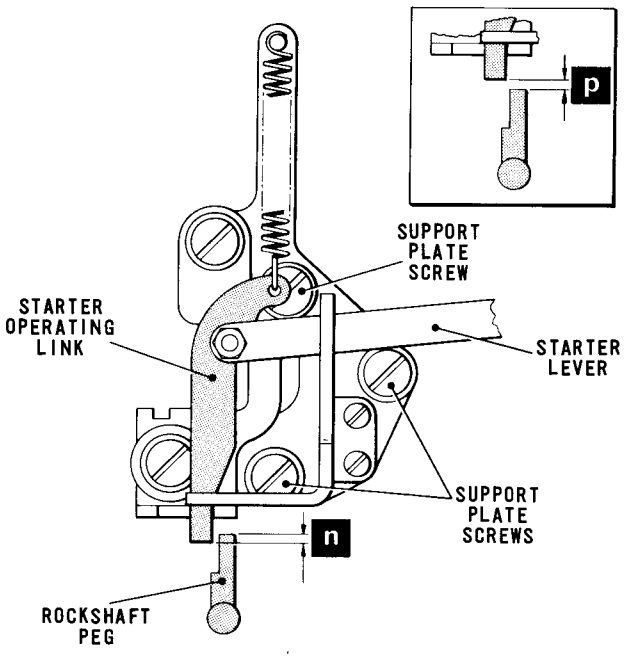
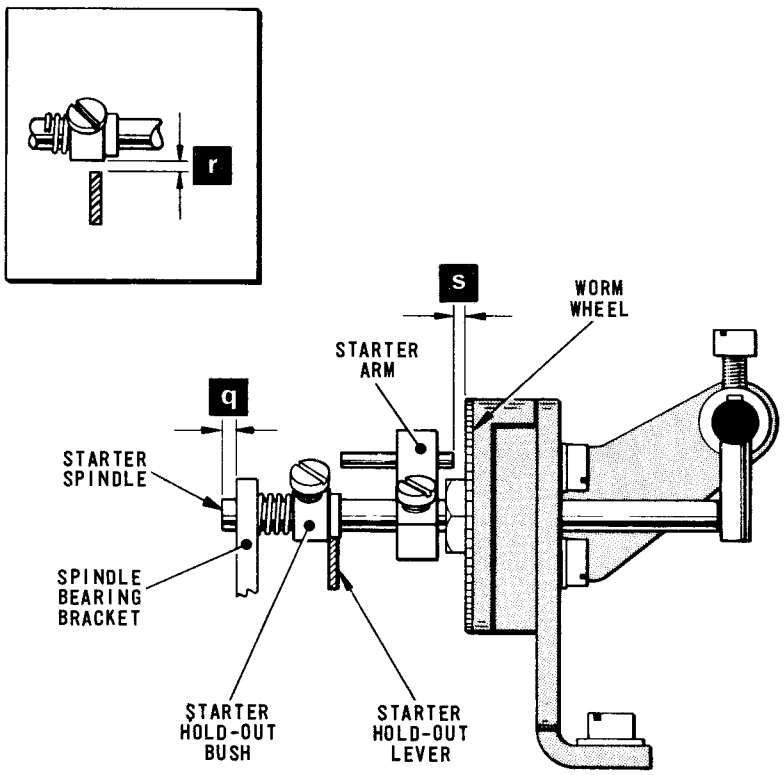

Fig. 4.10 STARTER SWITCH-OPERATING LINKAGE
Fig. 4.11 STARTER SWITCH-STARTER PIN/WORM WHEEL MECHANISM
13.1 Disengage the starter arm pin, Fig.4.11, from the worm wheel. Depress the starter arm as far as it will go so that the starter lever, Fig.4.10, is fully down. Check that there is now an engagement of .015 - .030 in. (dimension 'n') between the bottom end of the starter operating link and the peg on the rock-shaft.
14.1 With the starter arm pin, Fig.4.11, fully engaged with the worm wheel, check that the left-hand end of the starter spindle protrudes through its bearing bracket by .015 - .030 in. (dimension 'q').
15.1 With the starter lever, Fig.4.10, in its uppermost position and with the starter arm pin, Fig.4.11, engaged in the worm wheel, check that the end of the starter hold-out lever is clear of the larger diameter of the shouldered bush by .004 - .008 in. (dimension 'r' - inset).
16.1 Disengage the starter arm pin, Fig.4.11, from the worm wheel and depress the starter arm as far as it will go. Check that the hold-out lever is now located against the shoulder of the bush, as shown in the figure, and that there is a clearance of .005 - .010 in. (dimension 's') between the end of the pin and the worm wheel.